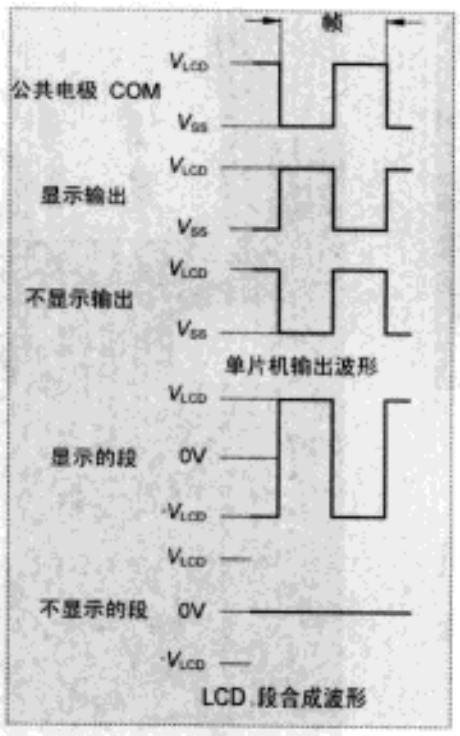

图4 静态驱动方式波形图
1. 静态驱动方式下，公共电极（COM）输出方波，要显示的段（SEG）输出相位相反的方波，不显示的段则输出同相的方波，不使用的段则和公共电极连在一起。静态驱动方式波形图见图4。